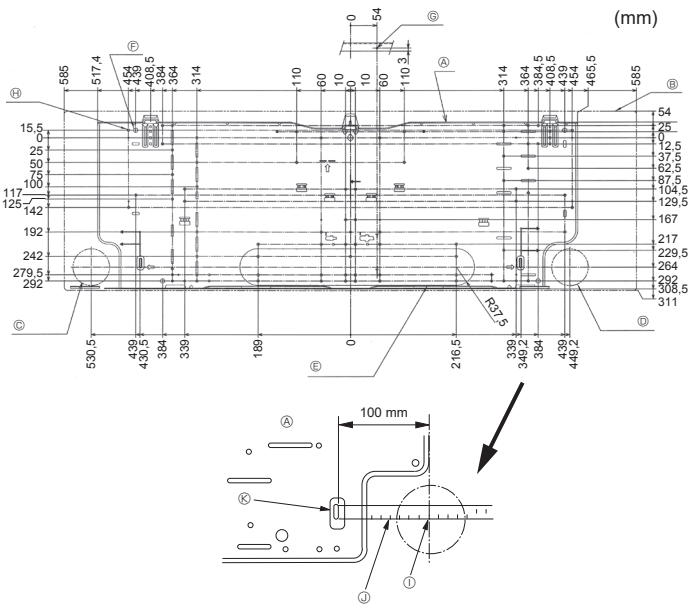

Fig. 3-2
①	Festebord	1	Fest på baksiden av enheten
②	Senkeskrue 4 × 25	7
③	Filt-tape	2
④	L-formet forbindelsesrør	1
⑤	Lademutter	1
⑥ *	Trådløs fjernkontroll	1
⑦ *	Holder for fjernkontroll	1
⑧ *	Alkaliske batterier (størrelse AAA)	2
⑨ *	Senkeskrue 3,5 × 16	2
⑩	Avstandsstykke	1	Bruk emballasjematerialet
3.2. Installering av veggfestearmatur (Fig. 3-2)